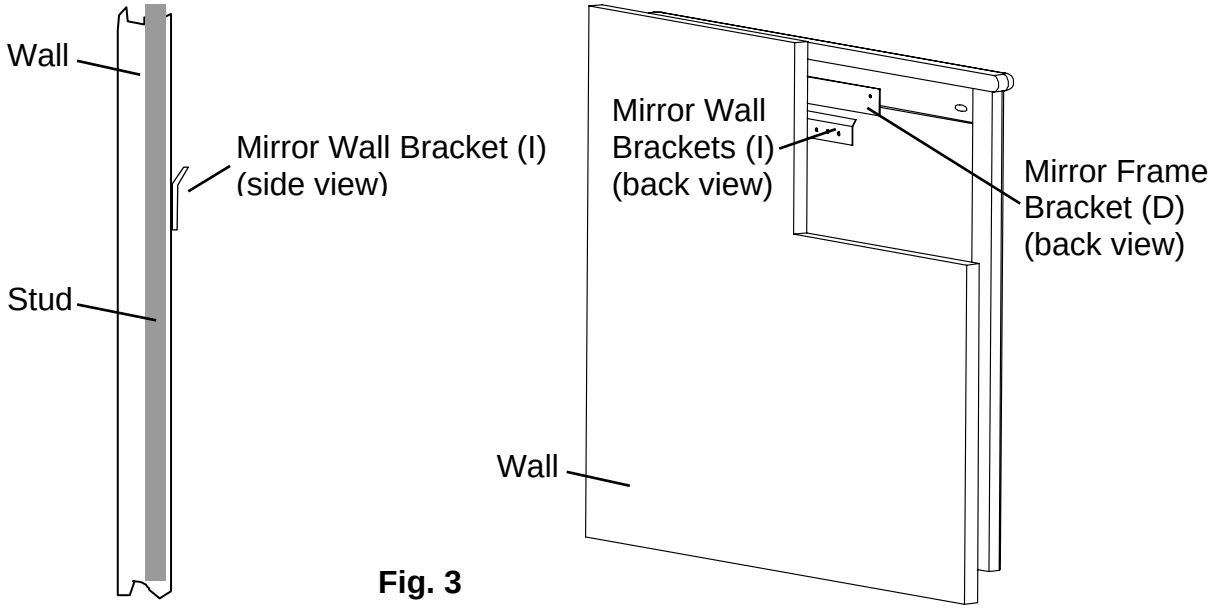

Fig. 3
3. NOTE: The Mirror Wall Bracket (I) angles out at the top. When you hang your Beveled Mirror, the Mirror Frame Bracket (D) fits over the angled part of the Mirror Wall Bracket (I). See Figure 3.